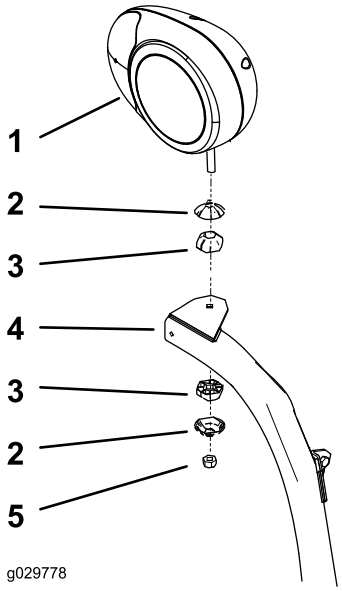

Figur 14
3. Fastgør venstre og højre forlygte til forlygtebeslagene (Figur 14) med de holdere, der leveres med lygterne.